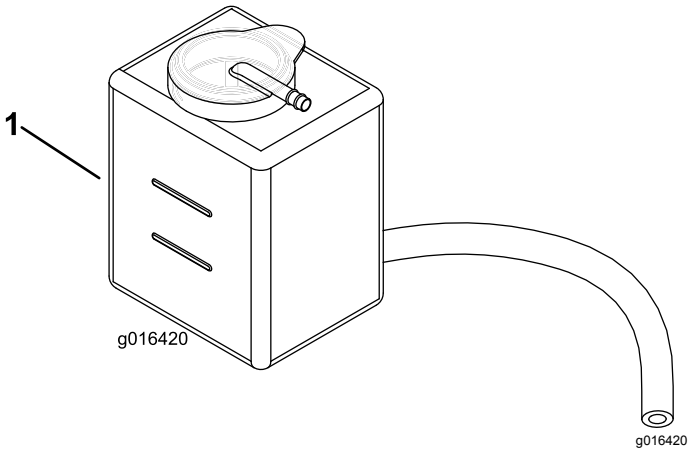

Rysunek 25
2. Sprawdź poziom płynu chłodzącego (Rysunek 25). Poziom płynu chłodzącego powinien znajdować się pomiędzy kreskami na zbiorniku zapasowym przy zimnym silniku.